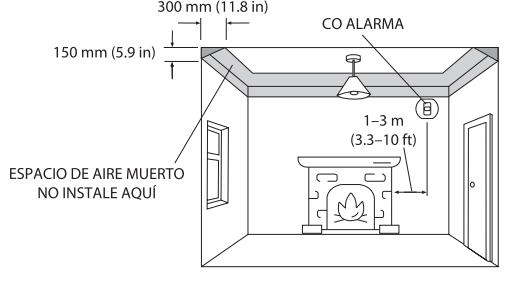

Figura 1: Instalación en una habitación con un aparato de combustión
1. Instalar una alarma de CO en una habitación con un aparato de combustión (véase la figura 1):